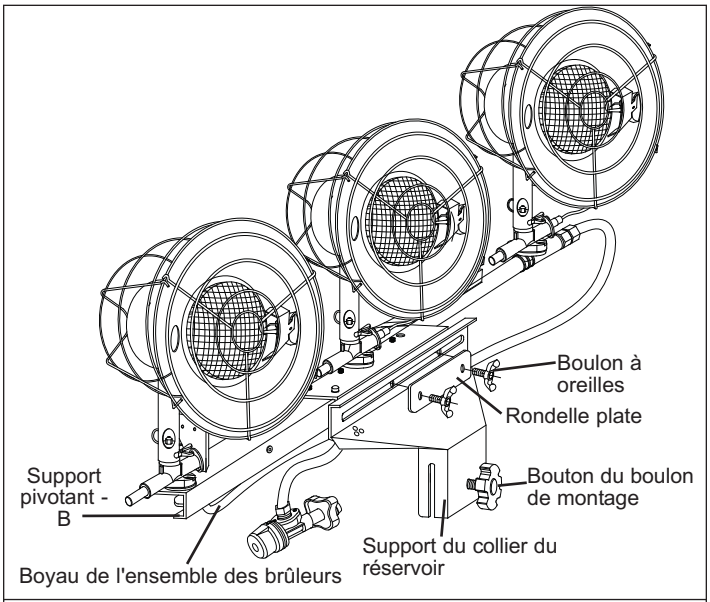

Figure 3. Vue en perspective du radiateur HS-47-TTC
3. Placez la rondelle plate sur le support du collet du réservoir et puis, insérez le boulon de support (Figure 3).